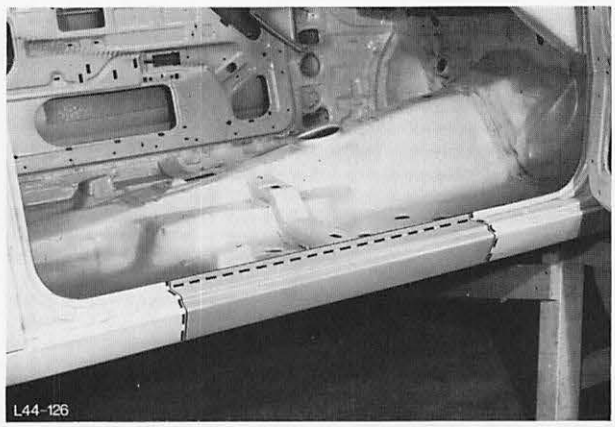

Abb. 138 Trennlinie Türschweller
5. Türschweller möglichst entfernt vom Radius der A- und B-Säule trennen, Abb. 138.